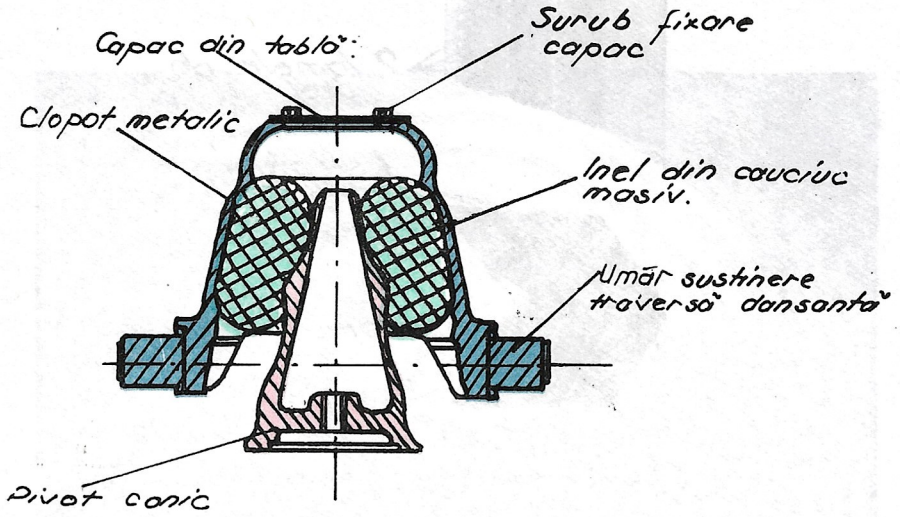

*Fig.49.* Suspensia Clouth
*Suspensia Clouth* (Fig.49) constituie o altă treaptă de suspensie a vagonului de tramvai.